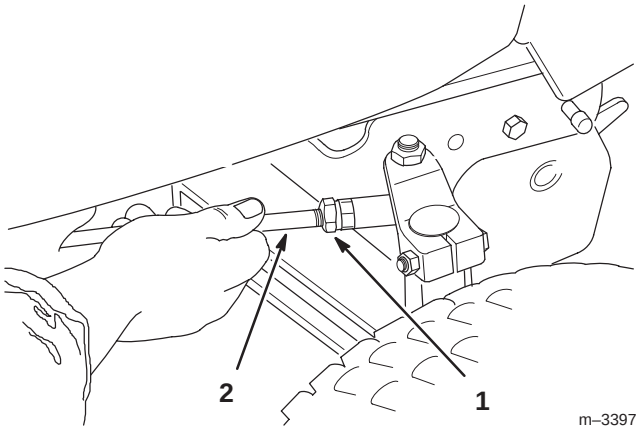

Bild 42
1. Lockern Sie für die Einstellung die Klemmmuttern an den Enden der Zugstangen (Bild 42).